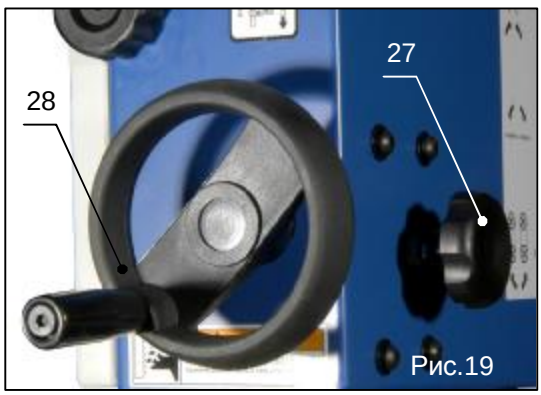

Рис.19
1. Ослабьте винт фиксации (поз.27, рис.19) верхней направляющей режущего полотна.
2. Поворачивая регулировочную рукоятку (поз.28, рис.19) по или против часовой стрелки, переместите верхнюю направляющую в требуемое положение (для удобства имеется шкала).
3. Затяните ослабленный винт фиксации (поз.27, рис.19) верхней направляющей.